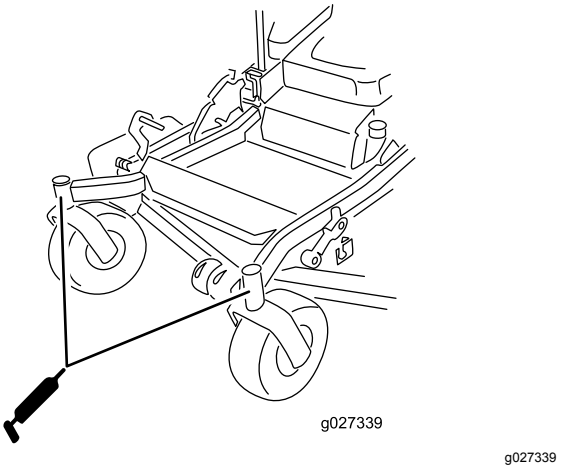

Figuur 54
11. Plaats de zeskantige plug en de stofkap (Figuur 54).
12. Smeer de lagers van de zwenkwielen (Figuur 54).